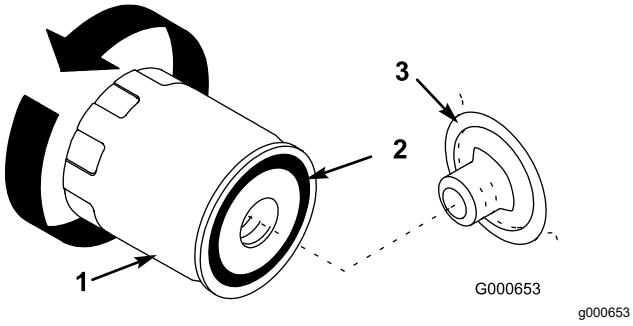

Figuur 26
7. Verwijder het oude filter en veeg de pakking van het filtertussenstuk (Figuur 26) schoon.
10. Smeer een dun laagje schone olie op de rubberen pakking van het nieuwe filter (Figuur 26).
11. Plaats het nieuwe filter op het filtertussenstuk. Draai het oliefilter rechtsom totdat de rubberen pakking contact maakt met het filtertussenstuk. Draai het filter vervolgens nog eens ½ slag (Figuur 26).